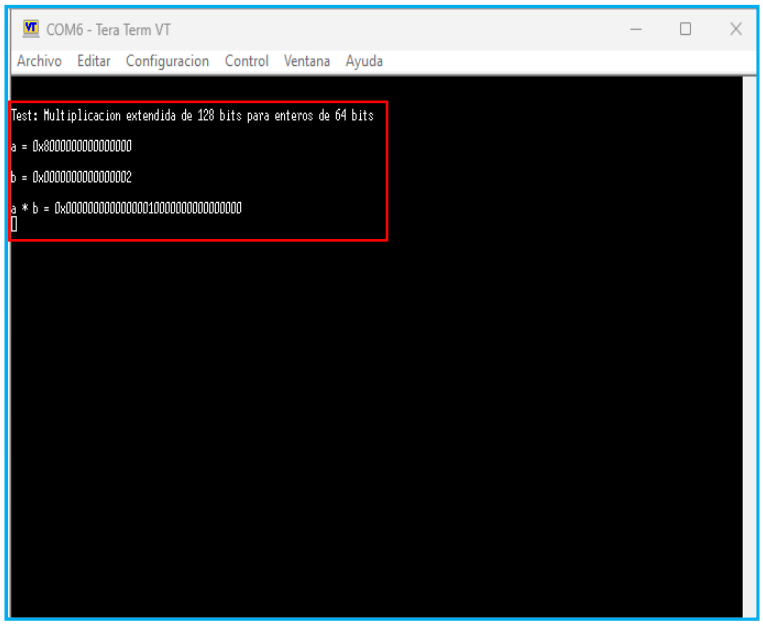

Fig.15. Captura del terminal del puerto serie, tras desactivar el *reset* del procesador, el programa de aplicación finalizó con éxito.
11. Con el terminal serie correctamente configurado, al activar el `SW0` (`rstn_i = '1'`, desactivado), el programa de aplicación de usuario se iniciará automáticamente mostrando los resultados por el terminal (Fig.15).